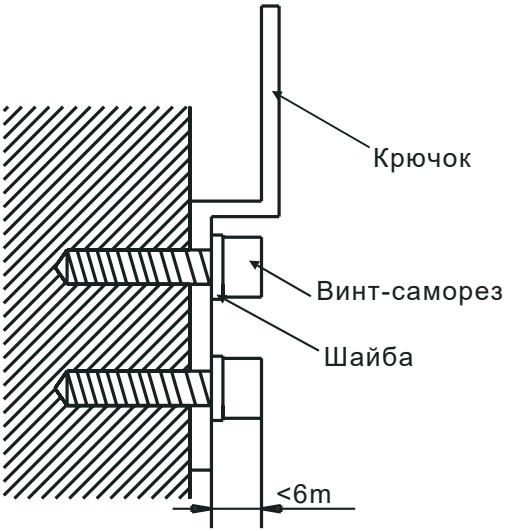

Рис. 4-8
1. Прикрепите крюк к стене винтом-саморезом (См. рис. 4-8).